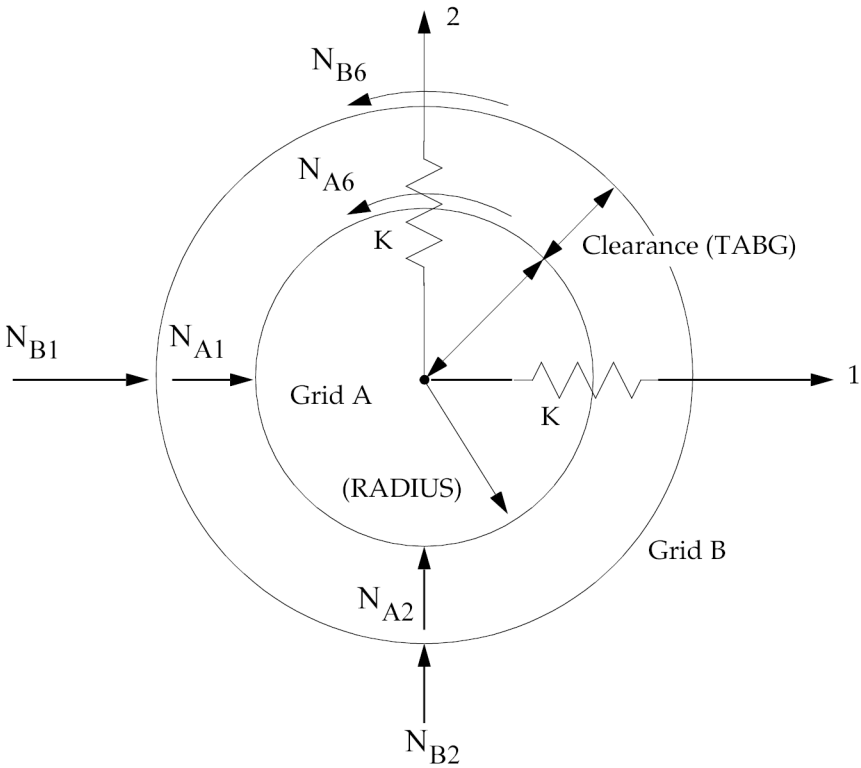

Figure 15-6. Radial Gap Orientation and Nonlinear Load Sign Conventions
9. In the underlying equations, a positive coefficient of friction is consistent with counter-clockwise shaft rotation from axis 1 towards axis 2 (anti-clockwise). A negative coefficient of friction is consistent with clockwise shaft rotation from axis 2 towards axis 1 (clockwise). See Figure 15-6.
10. Nonlinear forces for the grids referenced on the NLRGAP can be output with the NLLOAD Case Control command. See Figure 15-6 for the sign conventions.